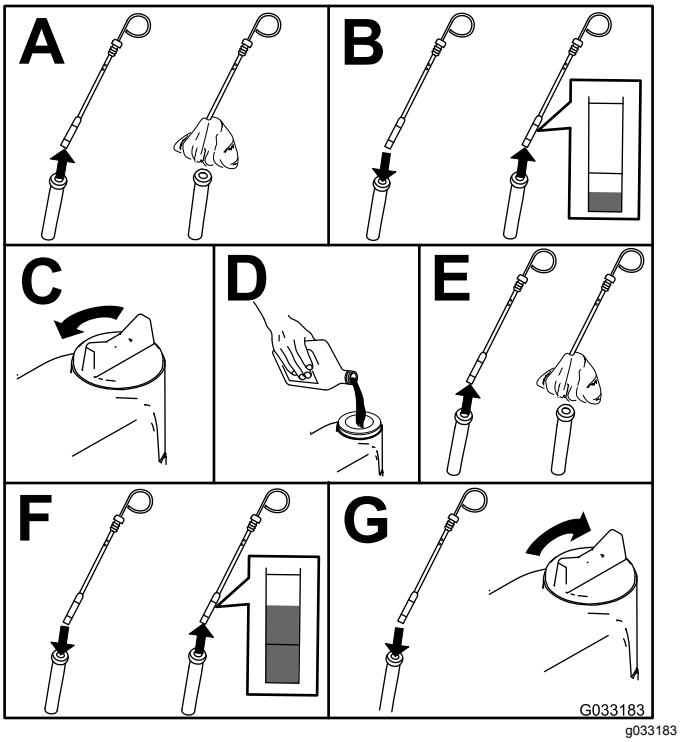

Figur 52
2. Kontrollera oljenivån i motorn (Figur 52).